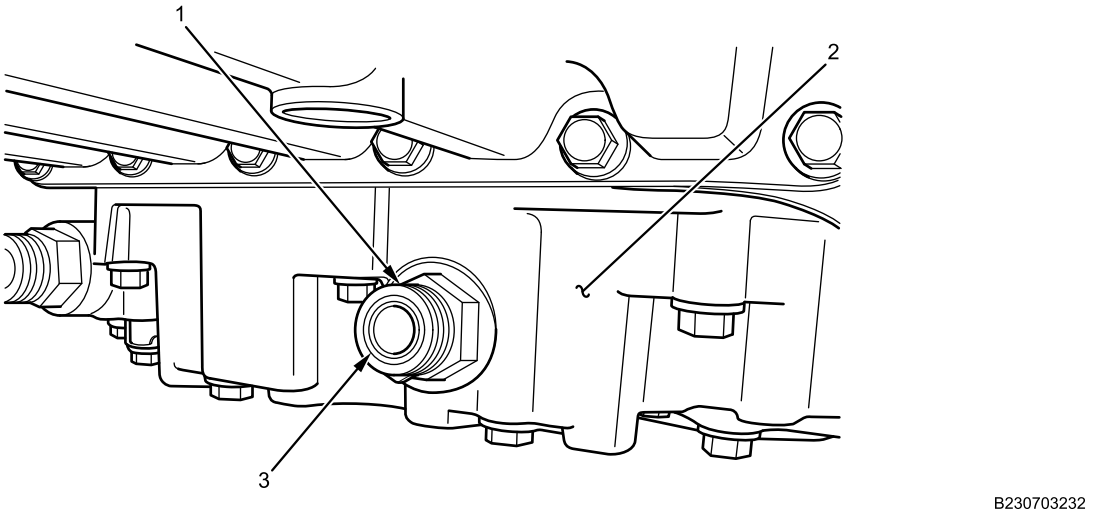

Figure 17. Hose Fittings Removal.
4. Remove two hose fittings (Figure 17, Item 1) from transmission (Figure 17, Item 2). Remove four O-rings (Figure 17, Item 3) from each end of fittings and discard O-rings.